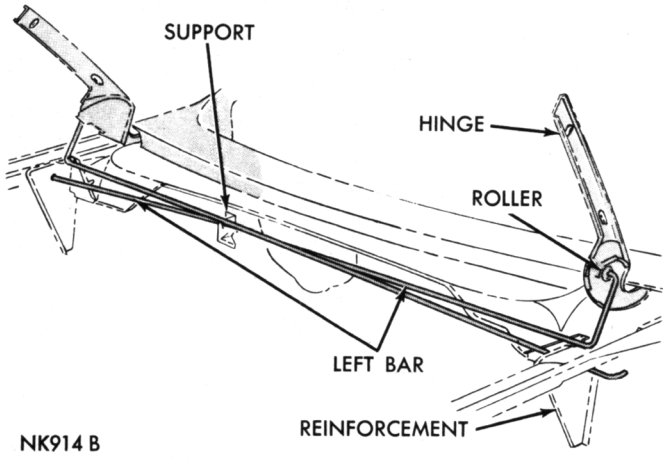

Fig. 5—Hood Torsion Bars
(1) Disengage the torsion bar roller (Fig. 5) from its seat on hood hinge by forcing the roller end of bar to the rear and raising hood fully.
(2) Disengage left hand torsion bar roller from hood hinge.